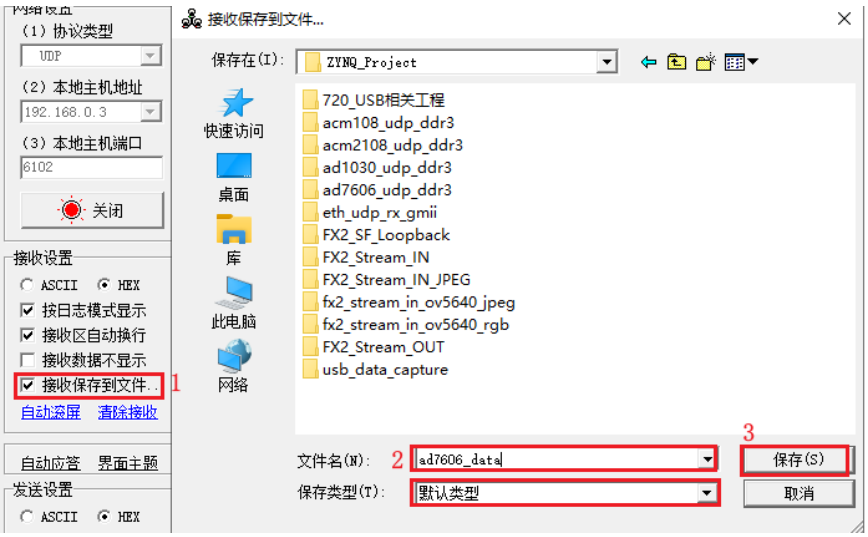

图 1-33 设置保存文件
6. 点击“接收保存到文件”这几个字，在弹出的界面中设置文件路径、文件名称，如下图 1-33 所示。这样在数据接收完成之后会保存一个数据文件。方便后面进行分析。